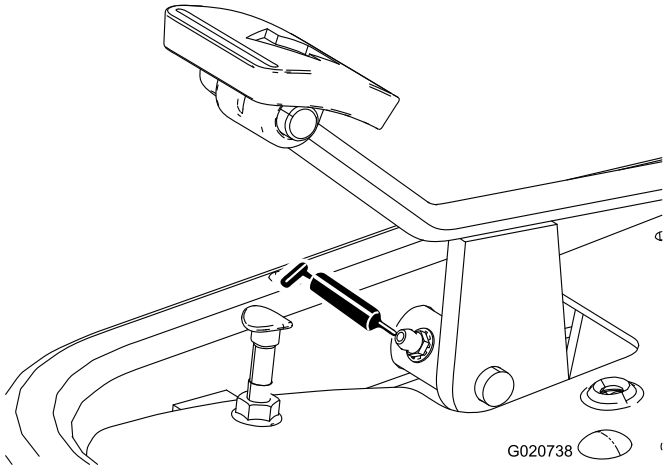

Figura 41
- Pedal de tracción (Figura 41)